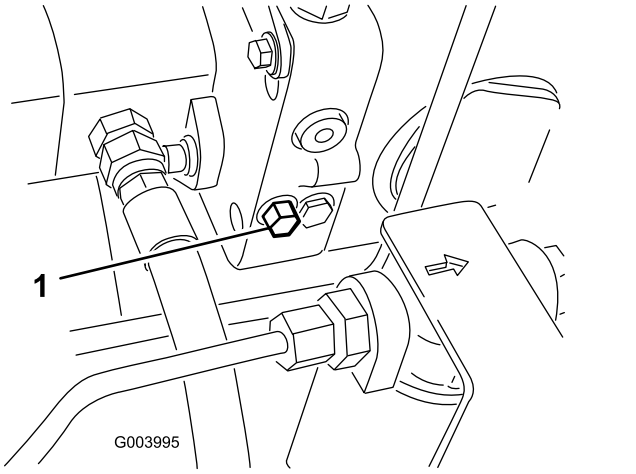

**Figur 55**
1. Vri bolten halvannen omdreining for å åpne den og la olje gå utenom internt (Figur 55).